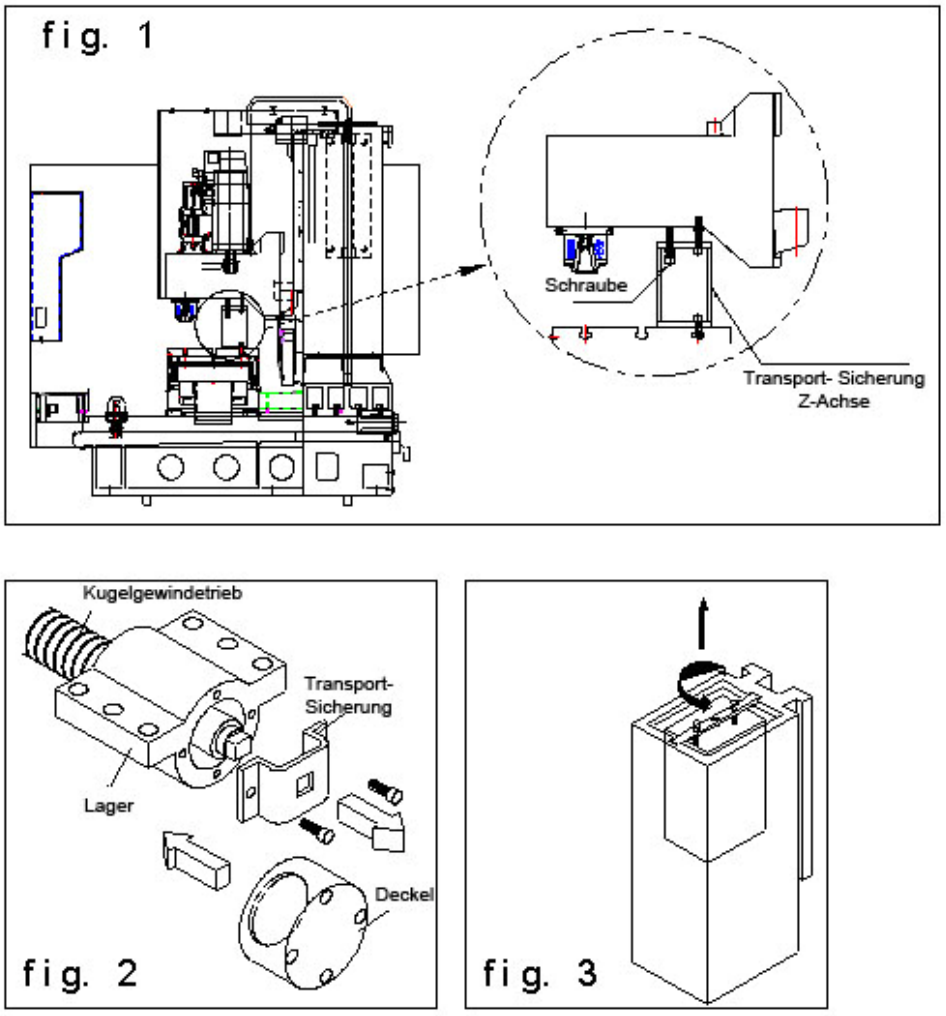

Abb. 4.2.1 Sicherungselemente
A. Während des Transportes werden zum Schutz, Sicherungselemente(2) an den beweglichen Teilen angebracht. Nach dem Transport müssen diese Sicherungselemente entfernt werden, siehe dazu Abb. 4.2.1.
B. Die Schutzvorrichtung(1) am Spindel-Kopf sollte erst nach dem Anschluss der Stromversorgung entfernt werden. (Siehe hierzu Unterkapitel 4.5 „Entfernen der Schutzvorrichtung (1) am Spindel-Kopf“)